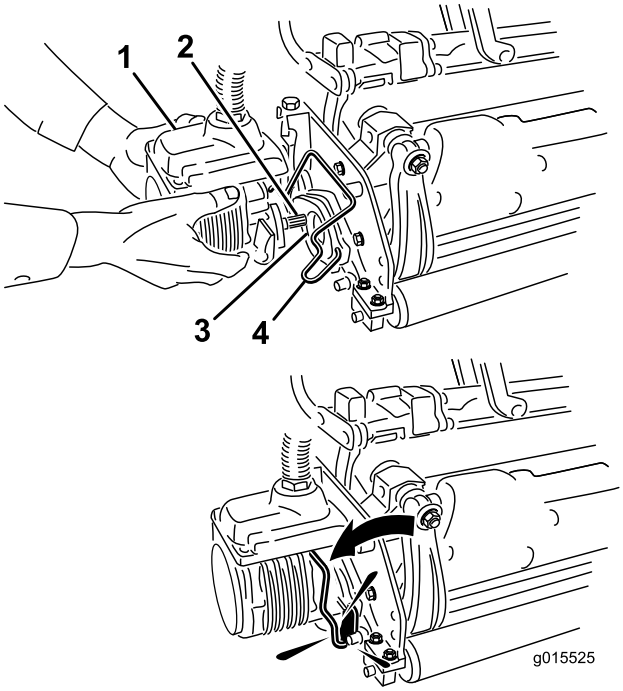

Figur 38
6. Kom rent smørefedt på notakslen på klippeenhedens motor (Figur 38).
7. Sæt motoren ind i klippeenhedens venstre side (set fra førersædet) og træk motorens holdestang på klippeenheden i motorens retning, indtil du hører et "klik" fra begge sider af motoren (Figur 38).